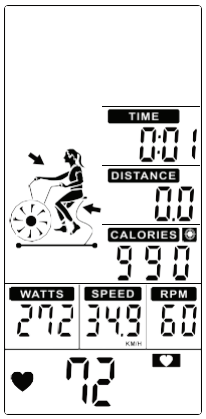

Figure 44
3. Preset CALORIES value counts down, TIME, DISTANCE, WATTS, SPEEED & RPM start to count up.(Figure 44)